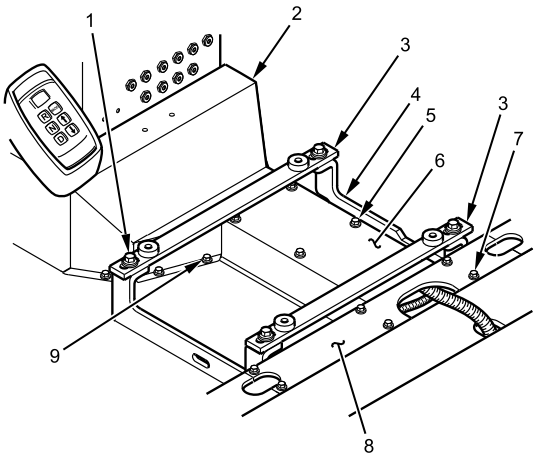

Figure 1. Power Distribution Module (PDM) Harness Electrical Storage Shield and Duct Covers.
1. Remove eight bolts (Figure 1, Item 9) and PDM harness electrical storage shield (Figure 1, Item 2).
2. Remove four bolts (Figure 1, Item 1), lockwashers, and flat washers, and two crossbars (Figure 1, Item 3) mounted to center mounting brackets (Figure 1, Item 4).
3. Remove six bolts (Figure 1, Item 5) and electrical harness storage duct center cover (Figure 1, Item 6).
4. Remove six bolts (Figure 1, Item 7) and electrical harness storage duct rear center cover (Figure 1, Item 8).